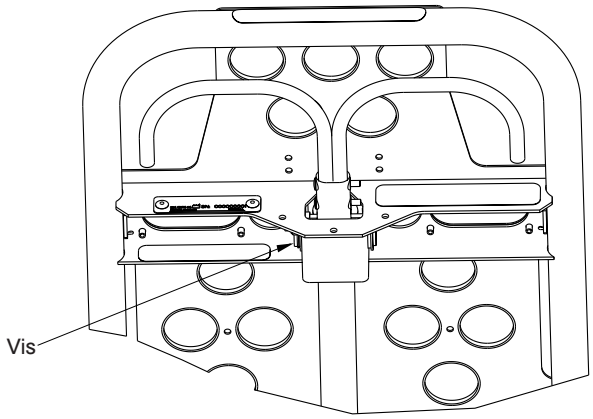

Figure 58
2. À l'aide d'une clé hexagonale de 3/32 po, desserrer la vis qui retient l'axe du cylindre à gaz à la fourche (consulter la Figure 58).